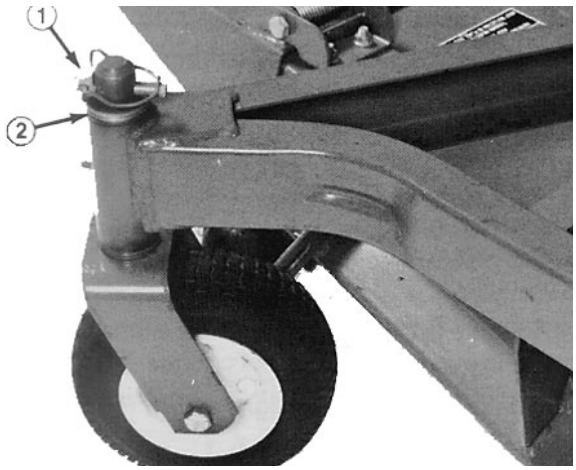

Fig. 12
4. Stikk en stiftutslager inn øverst eller nederst på festerøret og driv foringen ut av røret (fig. 12). Driv også den andre foringen ut av røret. Rengjør røret innvendig.